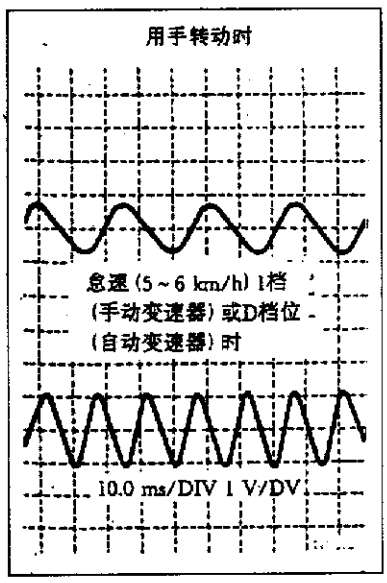

图 5－3－9
e. 用示波器检查波形。用一台示波器按照下述方法观察各车轮速度传感器的输出电压波形。输出电压波形如图 5－3－9 所示。起动发动机，将换档杆置于 1 档(带手动变速器的汽车)或 D 档位(带自动变速器的汽车)，使前轮转动。用手转动后轮使它们以等速旋转。